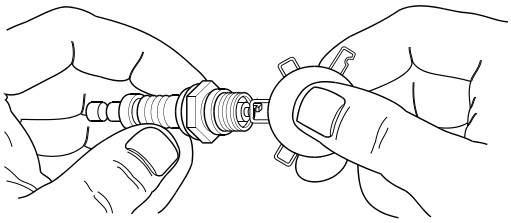

Figura 4-3: Ajuste de la separación del electrodo de bujía
5. Compruebe la separación de los electrodos de bujía usando un calibrador de espesores de alambre. Vea la Figura 4-3 Ajuste la separación doblando cuidadosamente el electrodo de conexión a tierra a: